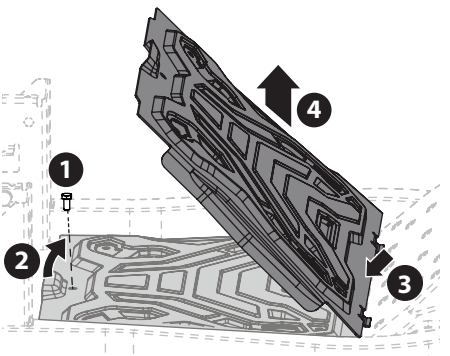

Fig. 33
1. Con una herramienta para usos múltiples (si está equipada) o una llave de cubo de 1/2 pulgada, extraiga el tornillo de cabeza hexagonal que sujeta el panel del piso en su lugar (1 en la Fig. 33).
2. Levante con cuidado la parte trasera del panel del piso (2 en la Fig. 33).
3. Para liberar el frente del panel del piso, deslícelo hacia atrás (3 en la Fig. 33).
4. Levántelo para separarlo del tractor (4 en la Fig. 33).